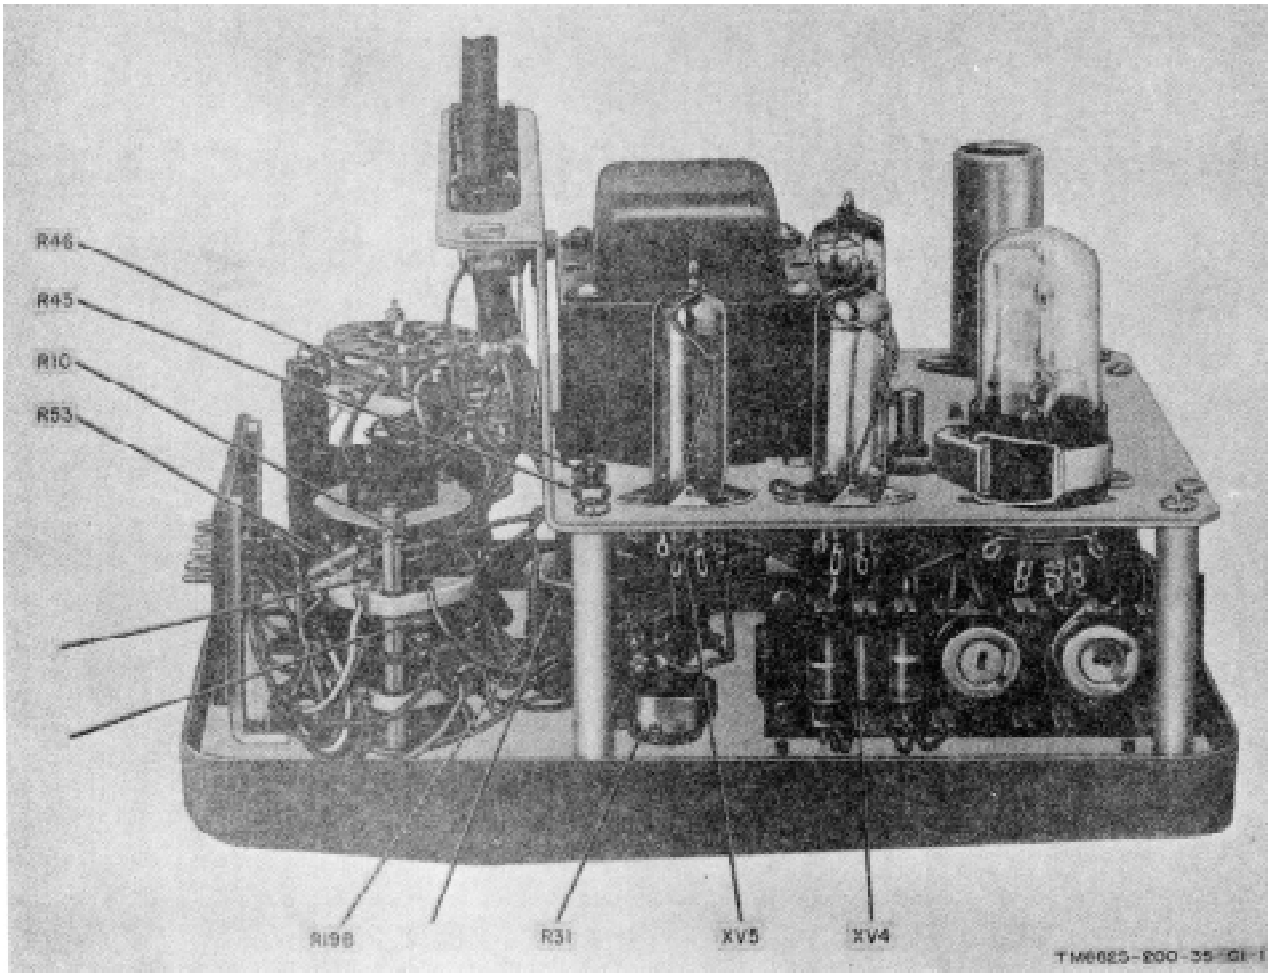

Figure 6-4. Multimeter ME-26A/U chassis, left side view.
d. Resistor R23 open.	*d.* Replace resistor R23 (fig. 6-4 or 6-9).